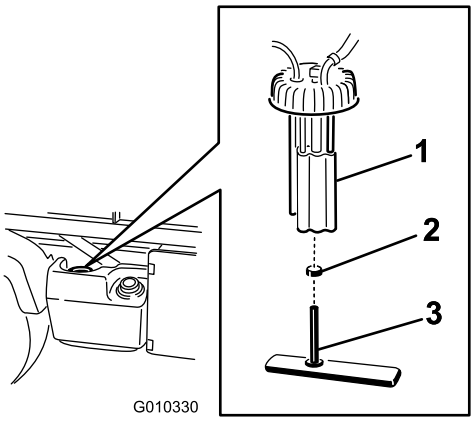

**Figur 44**
2. Tag ledningsnetstikkene ud af brændstofpumpen (Figur 44).
3. Løsn slangeklemmen og frakobl brændstofrøret fra brændstofpumpedækslet (Figur 44).
4. Skru brændstofpumpedækslet af øverst på brændstoftanken (Figur 44).
5. Tag brændstofpumpesamlingen og brændstoffilteret af tanken (Figur 44.
6. Fjern klemmen, som fæstner brændstoffilterslangen til brændstofpumpemonteringen. Fjern slangen fra monteringen (Figur 44).